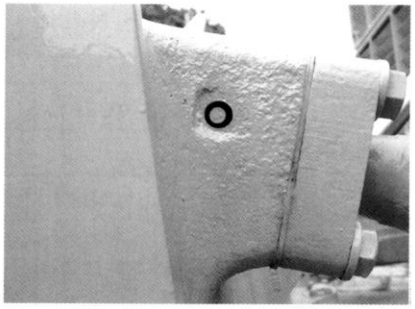

Рис. 4-4.
6) Шарнирное соединение цилиндра наклона (прямой перекашиваемый отвал) (Рис. 4-4).